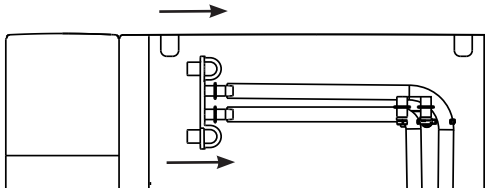

Figura 8
15. Reemplace las tuberías de desagüe en la parte trasera. Consulte la figura 8.